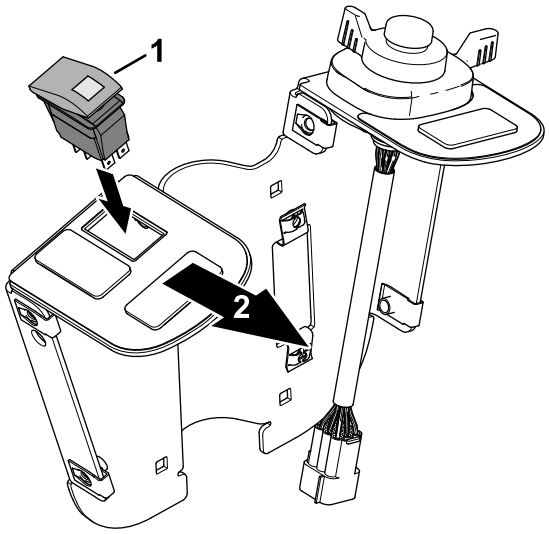

Figur 34
5. Ret vippekontakten til kontaktbeslaget ind efter lygteglasset på forenden af kontaktpladen (Figur 34).